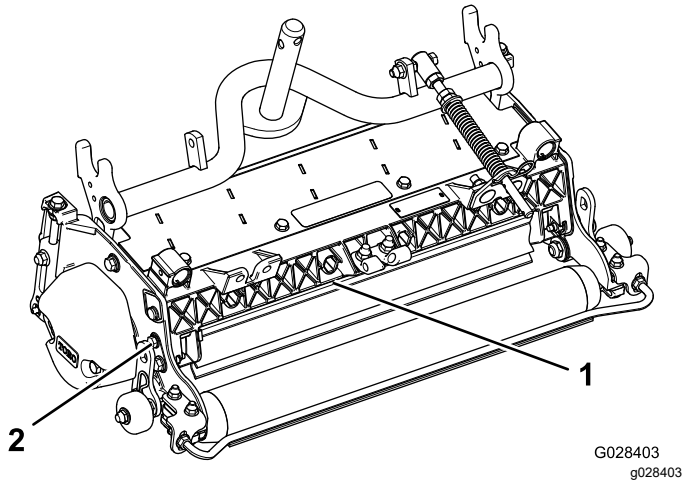

Figur 10
1. Lossa bultarna på svängtappen på grässkyddet (Figur 10).
2. Vrid grässkyddet till önskad inställning och dra åt bultarna (Figur 10).